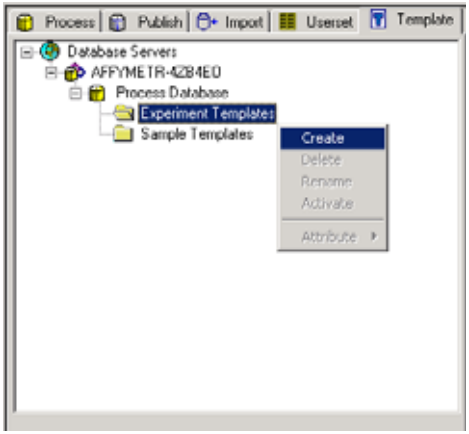

Figure 15.61
1. To create an experiment template, right-click the Experiment Templates folder and select **Create** from the shortcut menu that appears. Alternatively, click the folder and select **Template →Create** from the menu bar **(Figure 15.61)**.